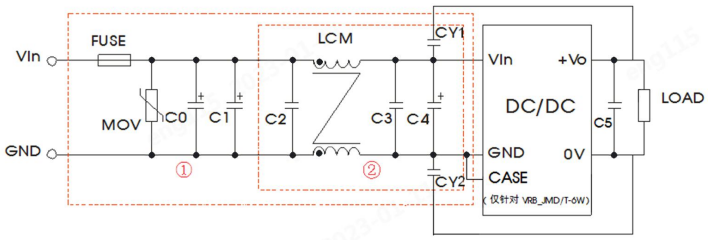

图 3
辐射骚扰	CISPR32/EN55032 CLASS B（推荐电路见图 3-②）
注：图 3 中第①部分用于 EMS 测试；第②部分用于 EMI 滤波，可依据需求选择。